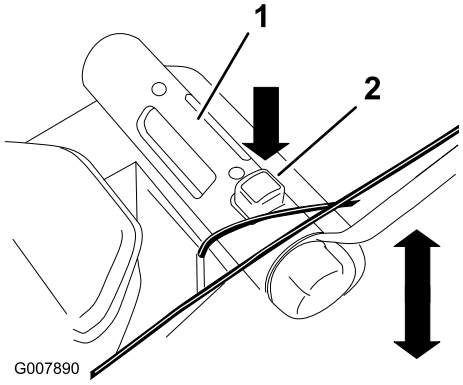

Figuur 16
2. Druk op de maaihoogteknop en houd de maaihoogtehendel vast om maaihoogte omhoog of omlaag in te stellen.(Figuur 16).